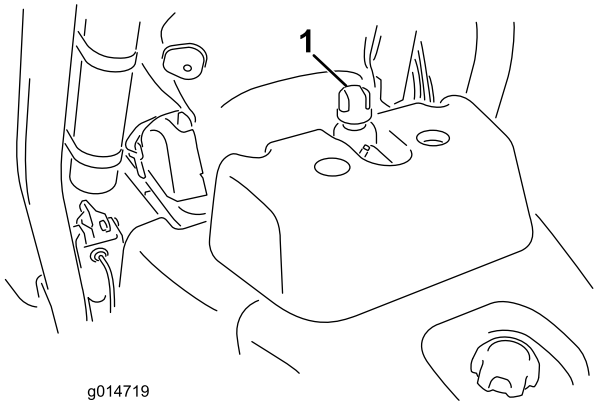

Figuur 30
2. Verwijder de dop van het reservoir (Figuur 30).